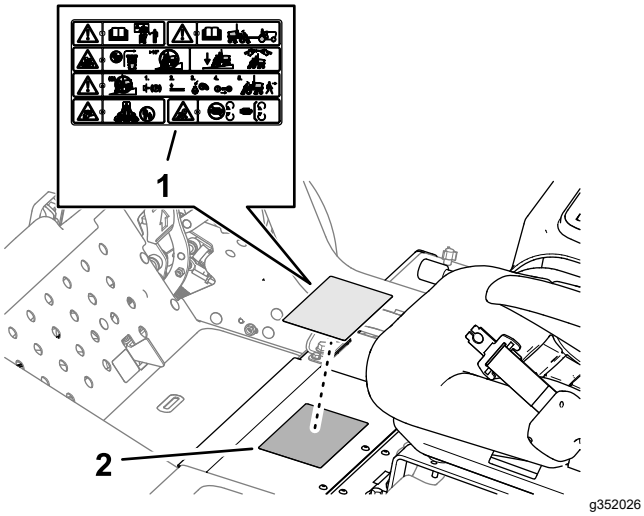

**Figur 24**
1. Torka av standardvarningsdekalen med alkohol och låt ramen torka (Figur 24).
2. Ta bort skyddspapperet och fäst CE-varningsdekalen (artikelnr 138-1186) över standardvarningsdekalen enligt Figur 24.